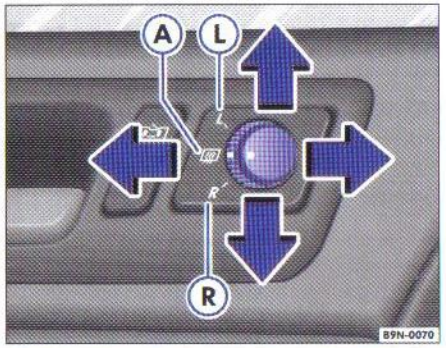

Fig. 30 Imagine din ușa conducătorului: Butonul rotativ pentru oglinzile laterale
1. Rotiți butonul ⇒ fig. 30 în poziția Ⓛ (**oglinda din stânga**).
– Rotiți butonul ⇒ fig. 30, când motorul este pornit, în poziția, pentru a încălzi oglinzile laterale.